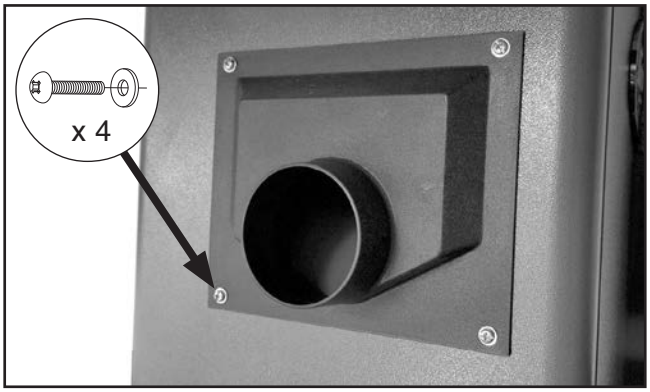

Figure 20. Dust port installed.
19. Install dust port with (4) ¼"-20 x ½" Phillips head screws and (4) ¼" flat washers (see **Figure 20**).